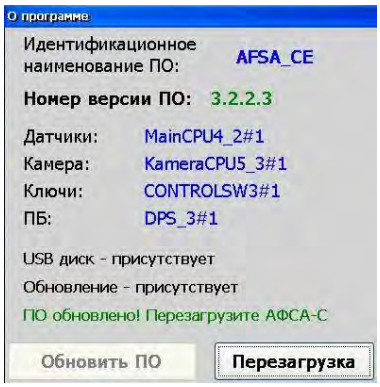

Рис.54 *Окно «О программе».*
10. В открывшемся окне «О программе» (***рис.54***) нажать кнопку «Обновить ПО».